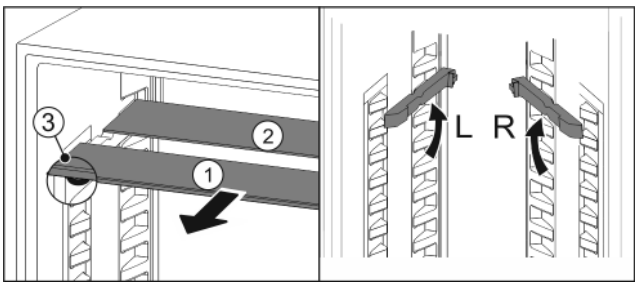

Fig. 141
▶ Pull the glass panels out *Fig. 141 (1)* from the front, one at a time.
▷ The glass panel *Fig. 141 (1)* with the trim strip is at the front.
▷ The stops *Fig. 141 (3)* point downward.